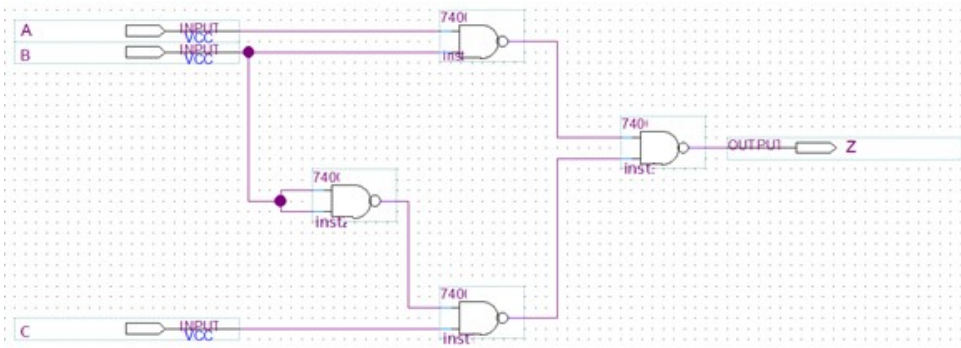

Figure 1: 2-to-1 Multiplexer
Below is an illustration of a static-1 hazard that occurs in the design circuit figure 1.
The next part of the prelab is eliminating the glitch, specifically, all static-1 hazards at the output of figure 1. In formal terms, A Static-1 Hazard is a pair of input combinations that: (1) Differ in only one input variable and (2) Both give a 1 output; such that it is possible for momentary 0 output to occur during transition in the differing input variable.
To eliminate the static-1 hazard in the circuit from Prelab Part A (see Figure 1), the redundant term, AC, is added to the Boolean expression. The final Boolean expression is Z = AB + B'C + AC. The corresponding circuit is shown below.
Below is the Karnaugh map of the circuit in the prelab part A (see Figure 1). The minterm of this K-map are AB and B'C, so the Boolean expression in SOP form is Z = AB + B'C.